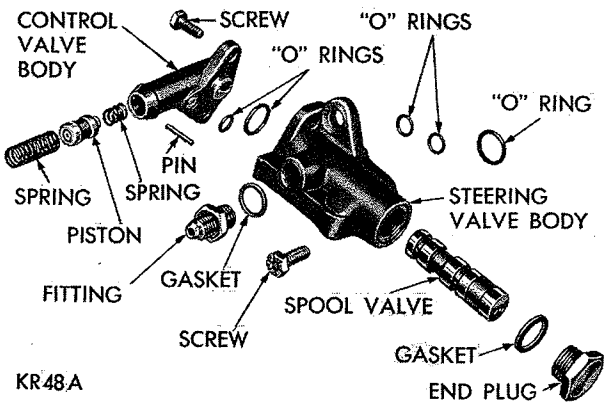

***Fig. 3—Valve Body (Disassembled View)***
(4) Remove the two screws attaching control valve body to steering valve body and separate two bodies (Fig. 3).
(5) Compress control valve spring and remove retainer pin, spring, valve piston and cushion spring.
(6) Carefully shake out spool valve and inspect for nicks, burrs and scores. Do not remove valve body end plug unless inspection indicates a leak at gasket.
(8) Install steering spool valve in valve body so valve lever hole is aligned with lever opening in valve body. Valve must be perfectly free in valve body without sticking or binding (Fig. 3).
(9) Install a new gasket on end plug (if removed). Tighten plug to 25 foot-pounds.
(10) Install piston cushion spring in control valve body being sure it seats in counterbore at bottom of housing. Lubricate piston and insert nose end of piston into body bore. Test for smooth operation. Be sure cushion spring is not cocked.
(11) Install spring on top of piston, compress spring and install retaining pin.
(12) Position two new "0" rings on control valve body and attach to steering valve body. Tighten the two attaching screws to 95 inch-pounds.
(13) If pressure inlet fitting has been removed, tighten fitting to 30 foot-pounds.
(14) Align lever hole in valve spool with lever opening in valve body.
(15) Install a gear housing making sure the valve lever enters hole in valve spool and key section on bottom of valve body nests with the keyway in housing.